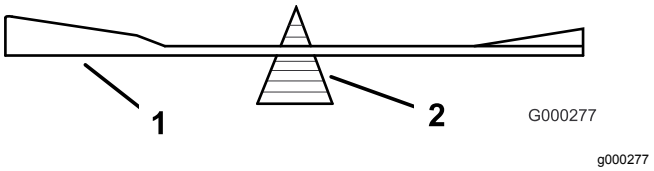

**Figur 80**
2. Kontroller knivens balance ved at placere den på en afbalanceringsenhed (Figur 80).